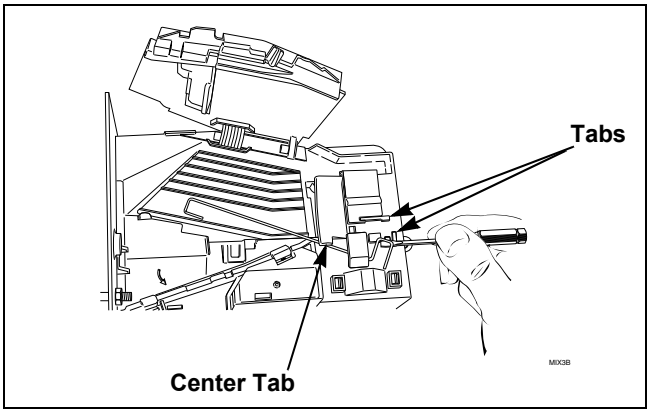
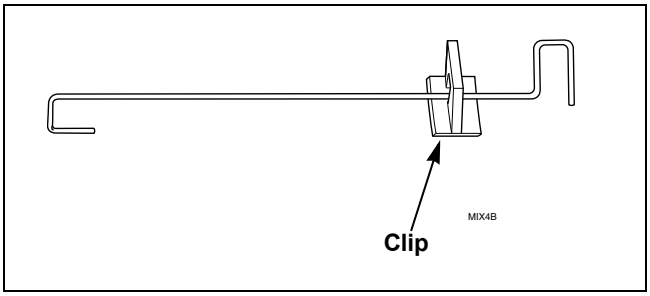

Figure 6
Figure 7
(6) Rotate spring clockwise, 40 to 60 degrees, until it is free from right tabs. Refer to *Figure 6*.
(7) Use screwdriver to remove spring from center tab. Refer to *Figure 6*.
(8) Lift spring, with attached clip, off drop.
(9) Remove clip from spring. Refer to *Figure 7*.